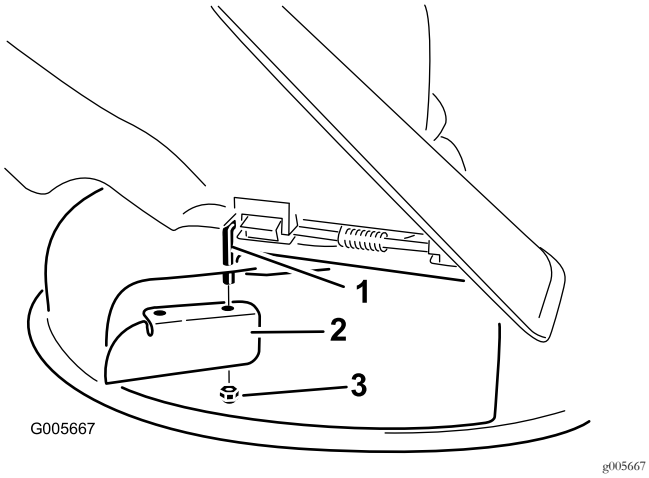

Figuur 15
7. Monteer de keerplaat op de draaistang (Figuur 15).
3. Verwijder de keerplaat van het maaidek (Figuur 15).